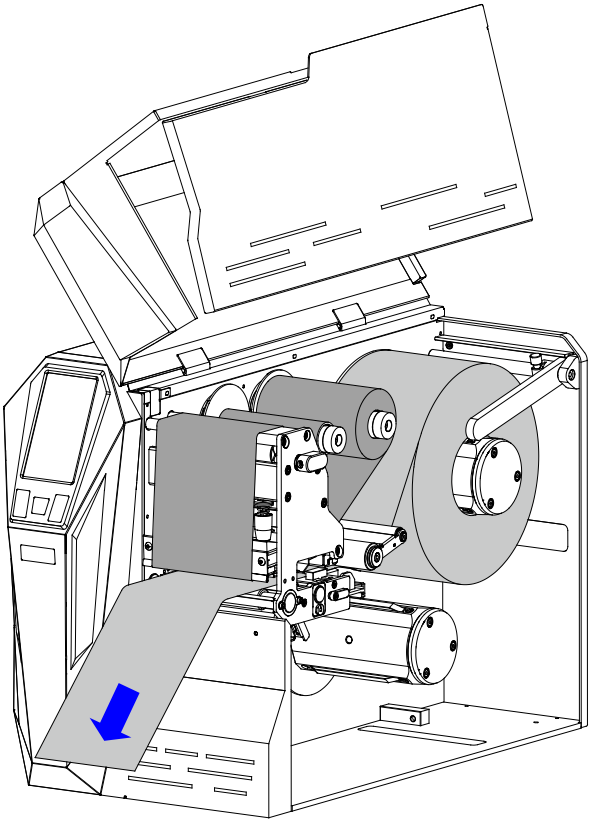

Figure 2-29 Extend the Media
8. Extend approximately 400 mm long media out of the printer. Peel off the face label(s) from the exposed media, leaving just the liner. As shown in Figure 2-29.